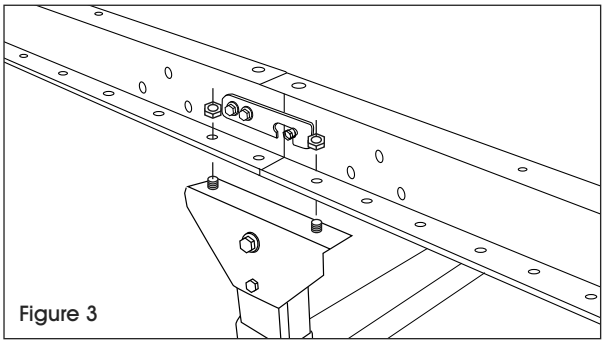

Figure 3
3. **Boulonnage d'un seul pied de soutien en H à deux cadres de convoyeur :** Positionnez le pied de soutien en H sous la jonction des extrémités des deux cadres de convoyeur, en alignant un trou de chaque convoyeur avec le pied de soutien en H. Fixez les boulons à travers les convoyeurs et le pied de soutien en H. (Voir Figure 3)